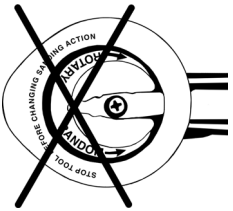

Afbeelding1
- **Gebruik het gereedschap NIET als de selectieknop tussen "Random" en "Rotary" in staat (zie afbeelding 1) .**